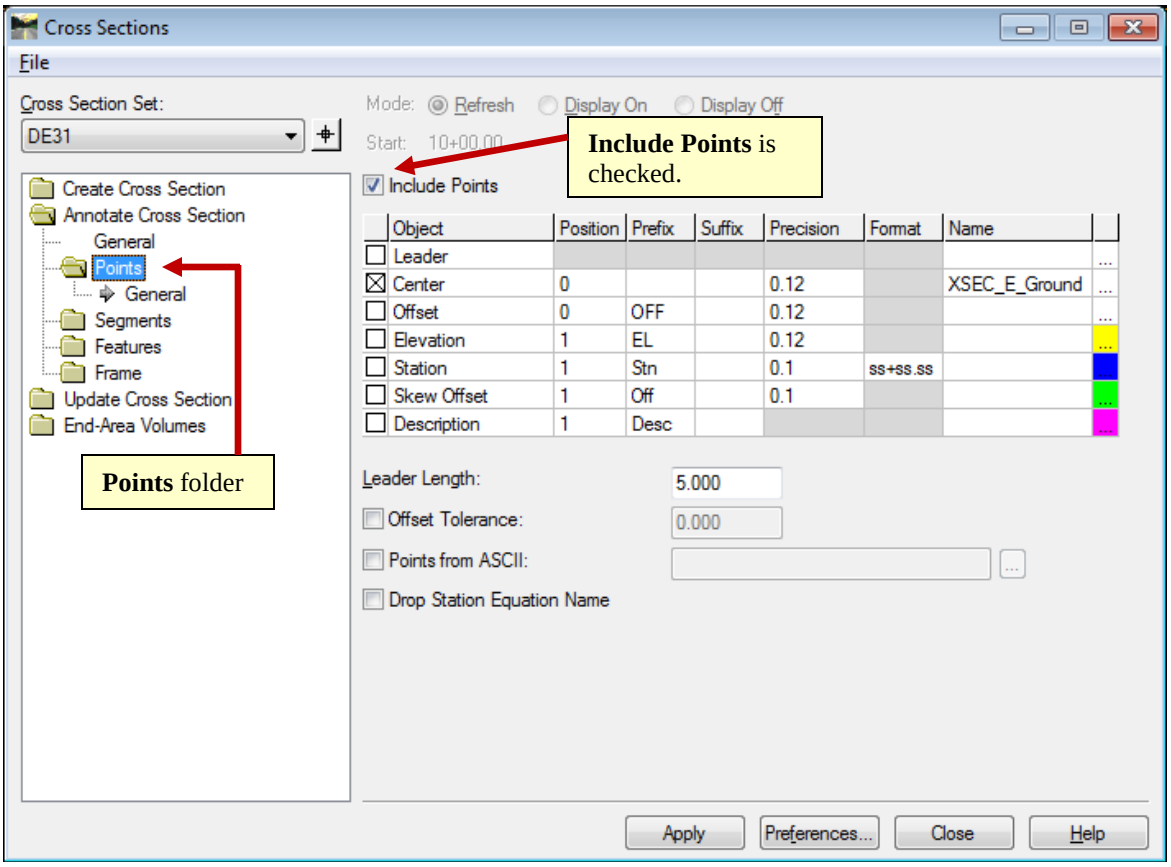
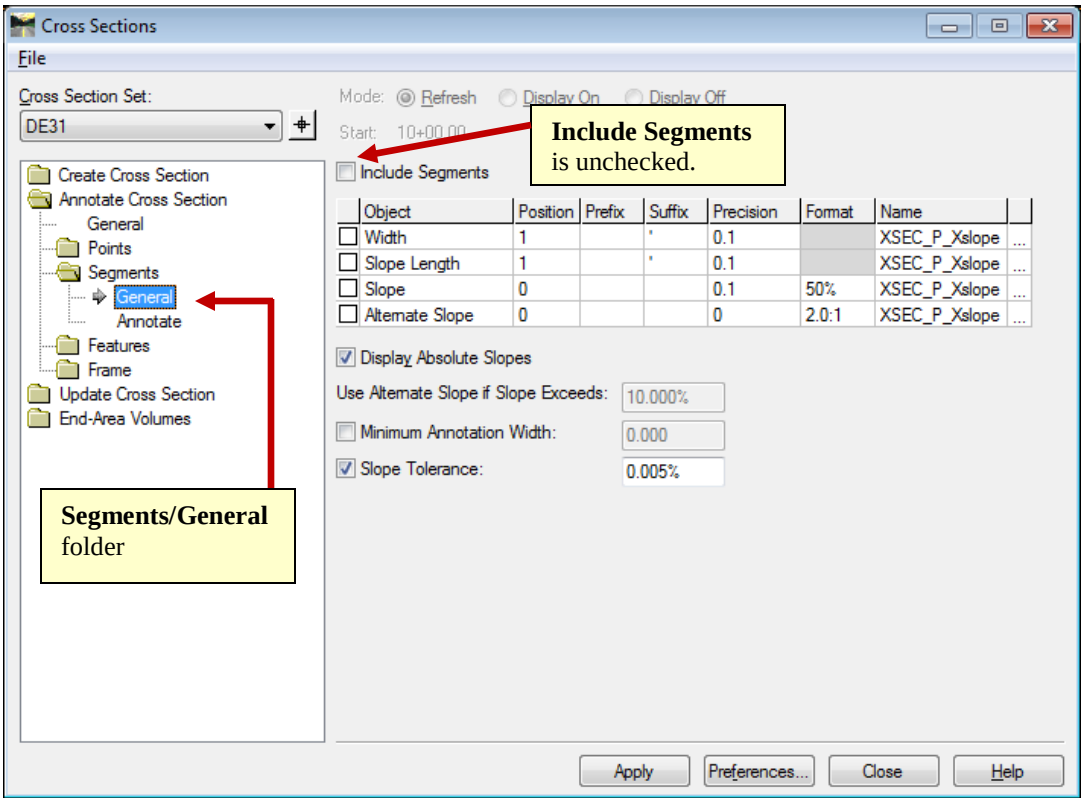
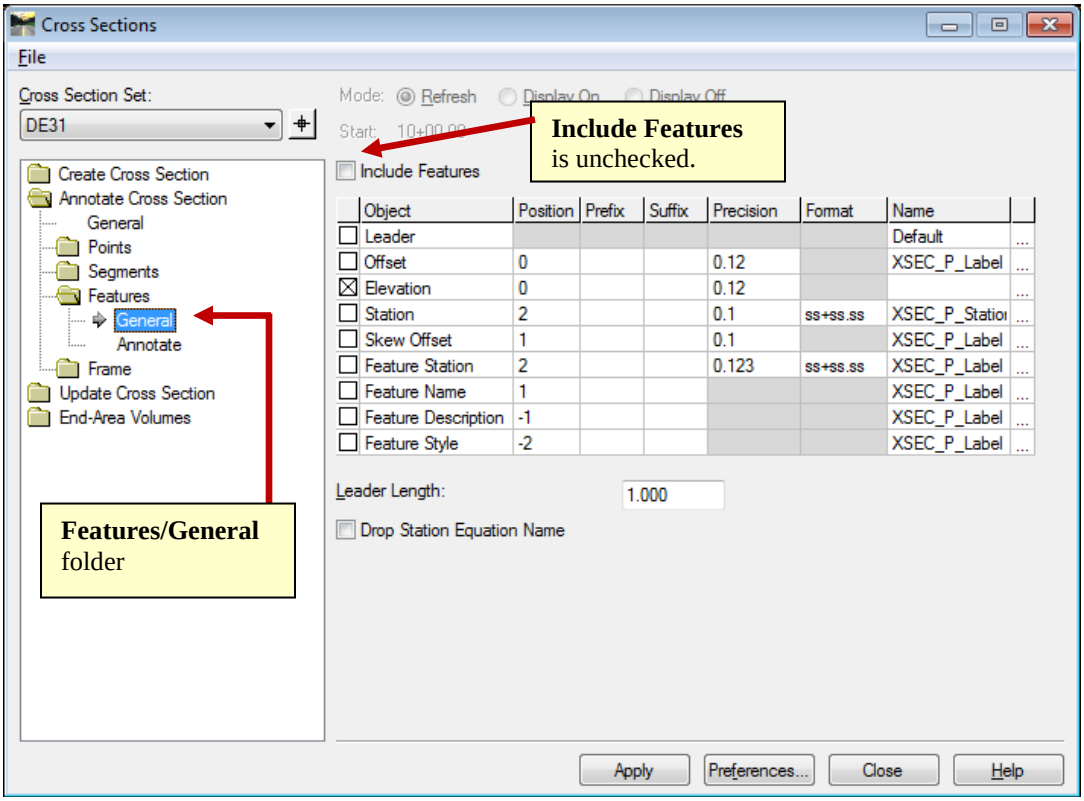

Figure L9-11 Annotate Cross Sections
Figure L9-12 Annotate Cross Section
Figure L9-13 Annotate Cross Section
31.	**Review the Settings Loaded by the 'XSEC TEXT – CL EL. GROUND' Preference.** • In the **Annotate Cross Section** folder, make the **Points** folder the active folder as shown in *Figure L9-11*. • Notice, in *Figure L9-11*, that a check mark exists next to the **Include Points** check box. This makes the Points available for annotating. • Notice, in *Figure L9-11*, that the check box labeled **Center** is checked. This turns on the Center Point of the Alignment for labeling. • Notice, in *Figure L9-11*, the Name **XSEC_E_Ground**. This is the name of the Named Symbology that has been set up for this item and ensures that the labeling is viewed with the proper attributes in MicroStation and is placed on the proper Level in MicroStation for plotting. • Make the **Segments** folder the active folder as shown in *Figure L9-12*. Notice the **Include Segments** check box is unchecked. No Segments are set up to be annotated with the **XSEC TEXT – CL EL. GROUND** Preference. • Make the **Features** folder the active folder as shown in *Figure L9-13*. Notice the **Include Features** check box is unchecked. No features are set up to be annotated with the **XSEC TEXT – CL EL. GROUND** Preference.